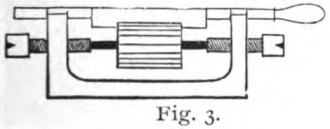
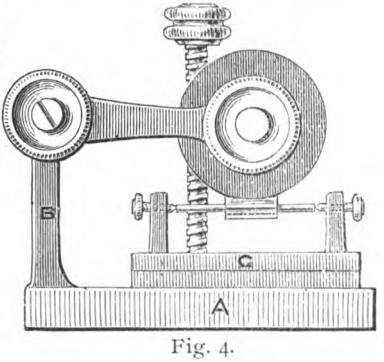

Fig. 3.
Fig. 4.
Pinion Leaves may be polished by means of a tool as shown in Fig. 3, which consists of centres for holding the pinion and guides through which the runner carrying the polisher works. The polisher is of some soft material, usually lead. Where pinions are made in large quantities the polisher is actuated by a "Wig Wag" if it has a to-and-fro motion. Pinions may also be polished by means of a rotating willow cylinder carried between two arms pivoted to a frame (A B, Fig. 4). A slide rest (G) holding the pinion between centres is set under the roller, not exactly at right angles to it, but sufficiently askew to cause the pinion leaves to cut a screw in the cylinder, which then rotates the pinion. During the operation the slide rest is worked to and fro There is an adjusting screw to keep the roller from going too low.